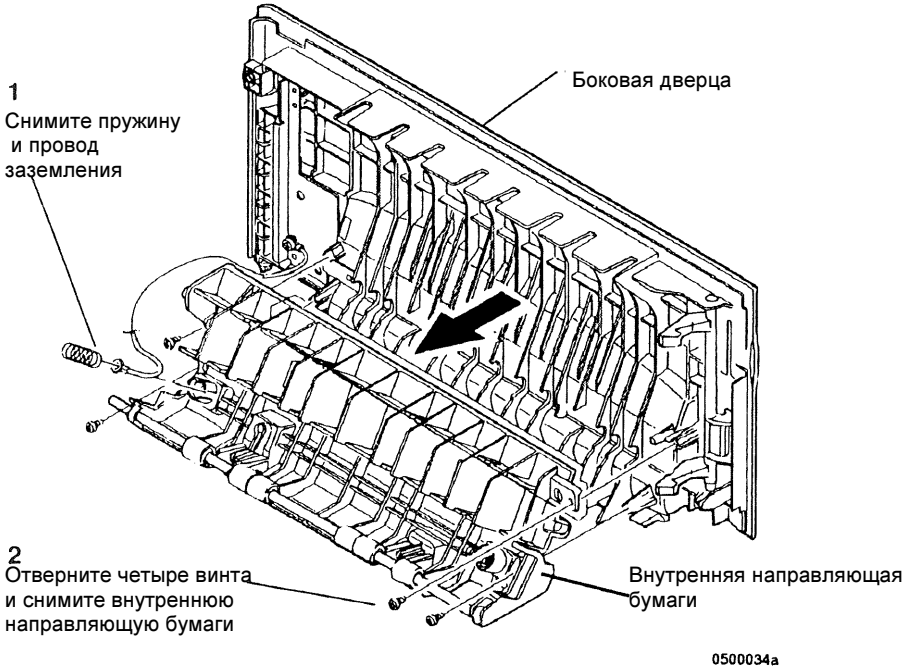

Рисунок 1 Снятие крышек
2. (Рисунок 1): Снимите внутреннюю направляющую бумаги